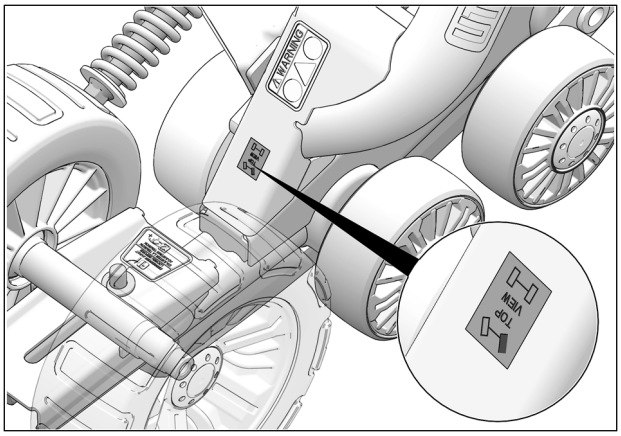

Fig. 2
2. Identifier la position d'installation de chaque système de traction à l'aide de l'étiquette de positionnement apposée au châssis. Voir la Fig. 2